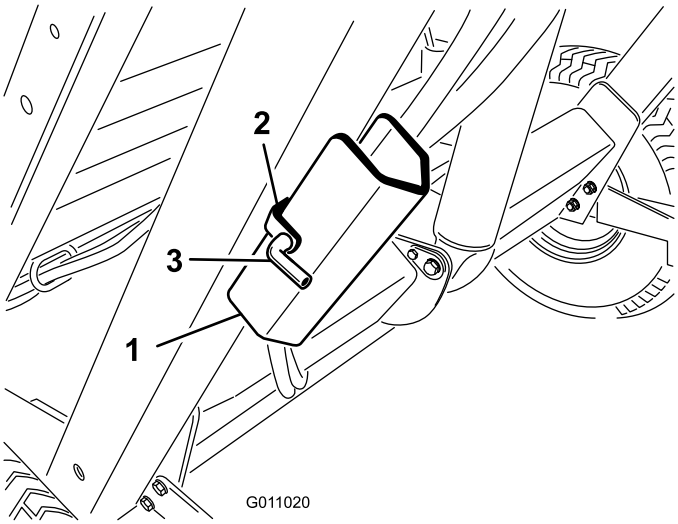

**Figur 25**
2. Fjern hårnålssplinten og bolten som fester støttepilaren til lagringsbraketten på oppsamlerens ramme (Figur 25). Fjern støttepilaren for beholderen.